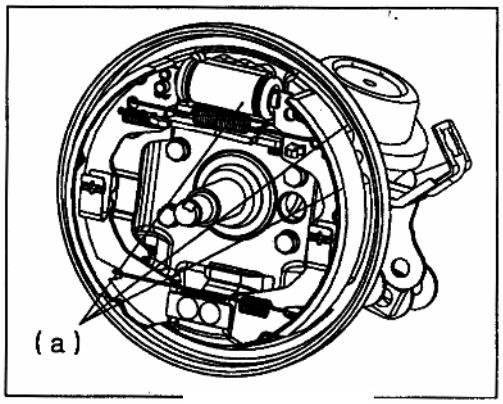

Рис. 586
8) Установите щит тормоза и затяните болты щита требуемым моментом (Рис. 586).